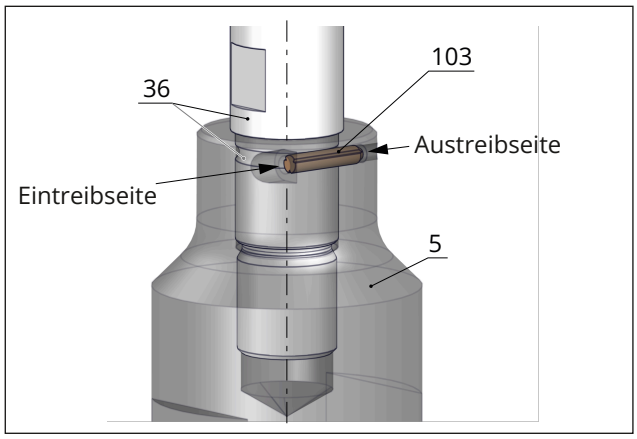

Bild 36: *Sicherungsstift zwischen Kegel und Kegelstange bzw. Kolben und Kolbenstange (Prinzipdarstellung)*
Kegel und Kegelstange bzw. Kolben und Kolbenstange sind miteinander verschraubt. Um ein ungewolltes Losdrehen des Kegels von der Kegelstange bzw. des Kolbens von der Kolbenstange zu vermeiden, wird die Verbindung der beiden Bauteile mit einem tangential eingesetzten Stift zusätzlich gesichert, vgl. Bild 36. Zum Wechseln des Kegels bzw. Kolbens wie folgt vorgehen:
1. Kegel (5) bzw. Kolben (5) fest in einen Schraubstock einspannen.
2. Den Sicherungsstift (103) mit einem geeigneten Werkzeug (Dorn) von der Austreibseite her aus dem Kegel bzw. Kolben herausschlagen, vgl. Bild 36.
3. Die Kegel- bzw. Kolbenstange (36) mit einem geeigneten Werkzeug vom Kegel bzw. Kolben (5) abschrauben.
5. Neuen Kegel bzw. Kolben (5) fest in einen Schraubstock mit Schutzbacken einspannen. Sicherstellen, dass der Kegel bzw. Kolben dabei nicht beschädigt wird.
6. Kegel- bzw. Kolbenstange (36) in den Kegel bzw. Kolben (5) einschrauben und mit einem geeigneten Werkzeug anziehen. Anzugsmoment beachten.
7. Neuen Sicherungsstift (103) von der Eintreibseite her in die Bohrung des Kegels bzw. Kolbens einsetzen und bis zum Anschlag mit einem geeigneten Werkzeug (Dorn) eintreiben.